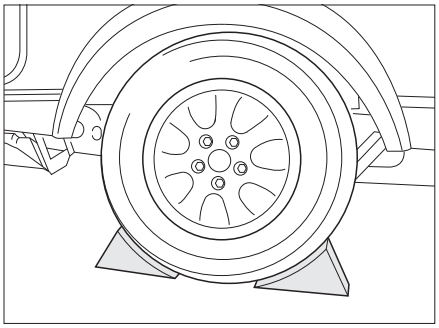

Fig. 166 Securing vehicle
- Place chocks or other appropriate objects beneath the opposite wheel of the vehicle to secure it (Fig. 166).